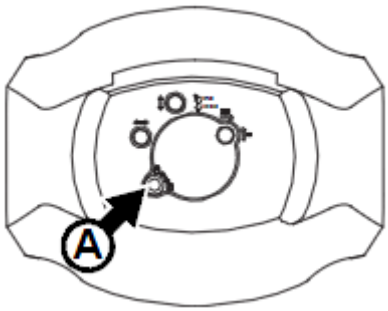

Рисунок 8: Доступ к лампе
3. См. Рисунок 8. Ослабить винт крышки **A** под звездообразный ключ 20 и открыть крышку.